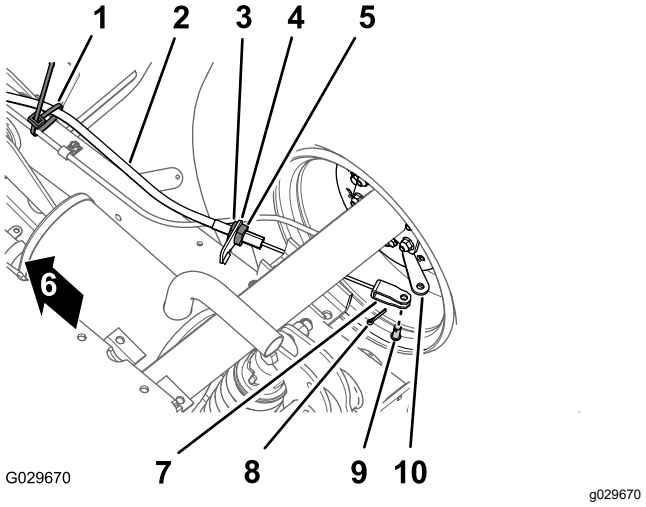

Figura 44
1. En la parte inferior de la máquina, retire la brida que sujeta el cable del freno de estacionamiento a la línea del freno de servicio (Figura 44).
2. Marque una raya de rotación en la contratuerca delantera del cable del freno de estacionamiento (Figura 44).
3. Afloje la contratuerca trasera y retire el cable del soporte del cable de freno (Figura 44).
4. Retire la chaveta y el pasador que sujetan la horquilla del cable del freno de estacionamiento a la palanca de activación del freno, y desconecte el cable de la palanca (Figura 44).
1. Lleve el ajustador roscado del cable de freno de estacionamiento hasta el soporte del cable del freno, y la horquilla hasta la palanca de activación del freno (Figura 44).
3. Alinee el ajustador roscado del cable del freno de estacionamiento con el soporte del cable de freno, y apriete la contratuerca trasera (Figura 44).